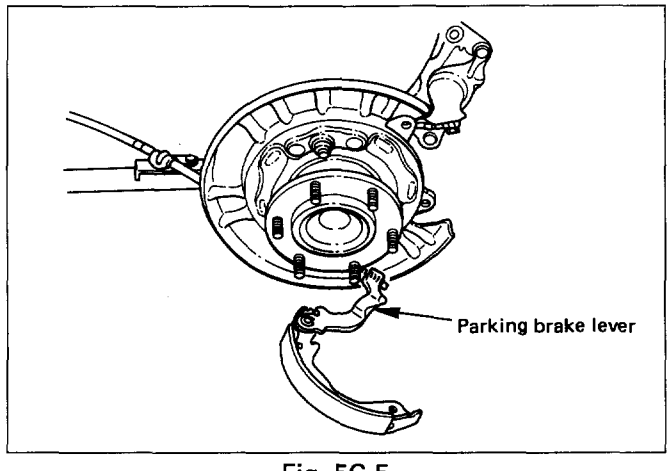

Fig. 5C-5
- Remove the brake shoe assembly. Then remove the parking brake cable from the parking brake lever. (Fig. 5C-5)